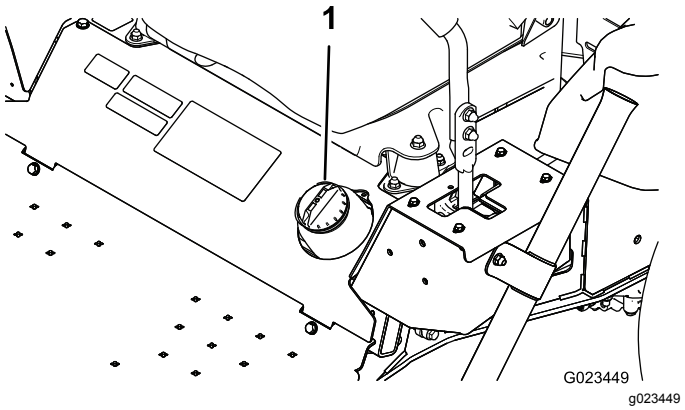

Figur 16
2. Rengjør området rundt drivstofftanklokket (Figur 16).